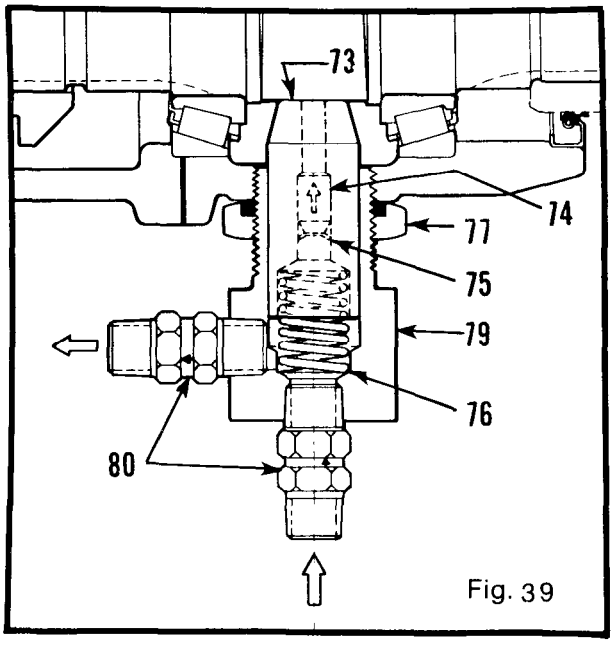

Fig. 39
11. The PTO unit includes an oil pump that consists of items 73 through item 80 on Page PM12. Also refer to Fig. 39. The piston (Item 73) is driven by the eccentric section of shaft (Item 65). A check valve (Item 74) is retained within the piston by a spring type retaining ring (Item 75). This check valve must be installed with the free flow direction and arrow direction pointing toward the PTO shaft. This allows a small portion of the oil pump output to be directed onto the shaft's eccentric surface. Screw nut (Item 77) onto cylinder (Item 79) with nylon portion pointing away from the hexagon section of the cylinder. Coat the piston, check valve and retaining ring assembly with transfer case lubricant. Put the spring (Item 76) into the counterbore of the piston and then put the cylinder over the spring and piston. Push the piston into the cylinder until the end of the cylinder is just even with the port in the side of the cylinder. The piston should move freely without binding. Screw the cylinder into the PTO bearing carrier (See Fig. 39). Rotate the PTO shaft to place the high point